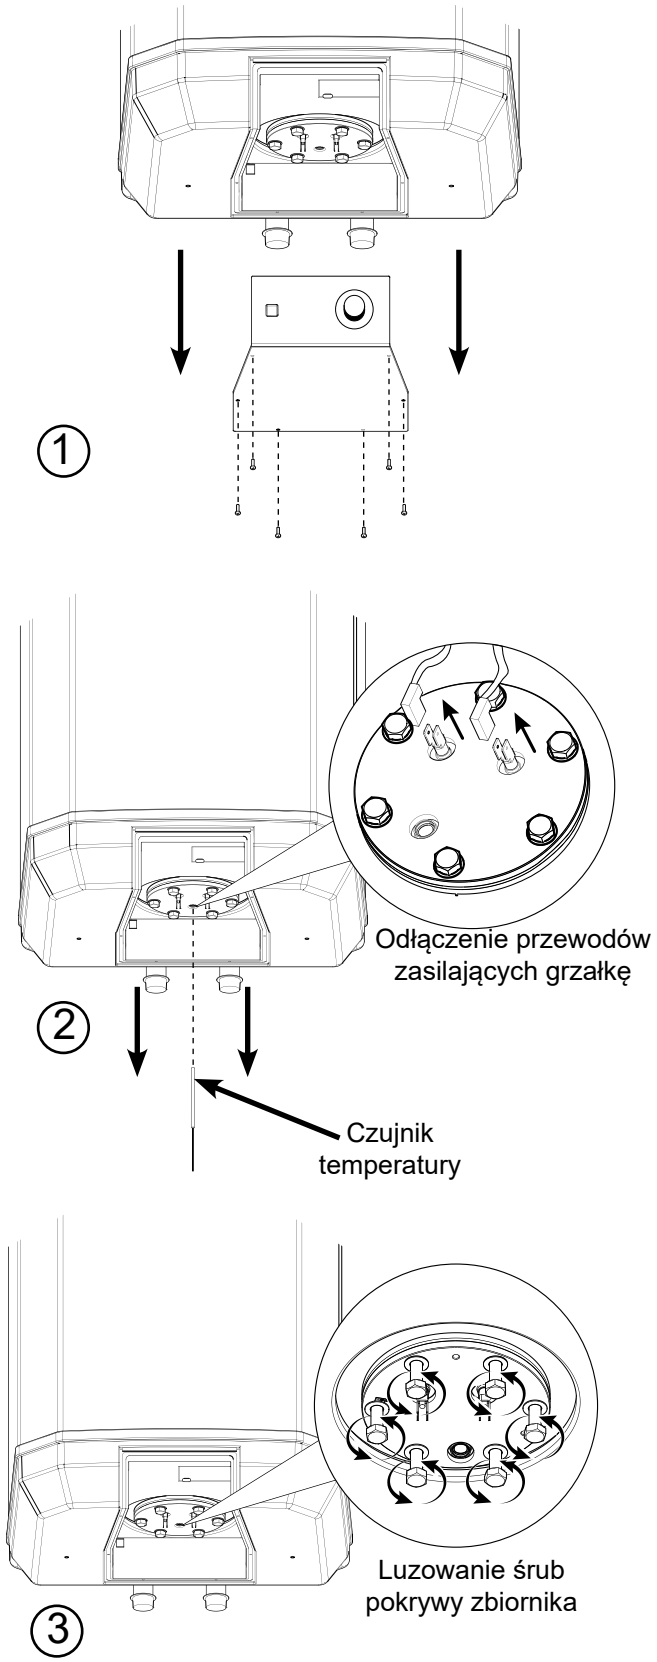

Rys. 10 Opróżnianie zbiornika podgrzewacza VIKING E.
3. Zdemontować pokrywkę obudowy dolnej urządzenia (**Rys. 10** poz. 1) wykręcając 6 wkrętów mocujących,
4. Wyjąć czujnik temperatury z osłony czujnika oraz odłączyć przewody zasilające grzałkę, (**Rys. 10** poz. 2)
6. Podstawić pod podgrzewacz odpowiednie naczynie i wypuścić pozostałą wodę luzując śruby M8x20 mocujące pokrywę grzałki. (**Rys. 10** poz. 3).